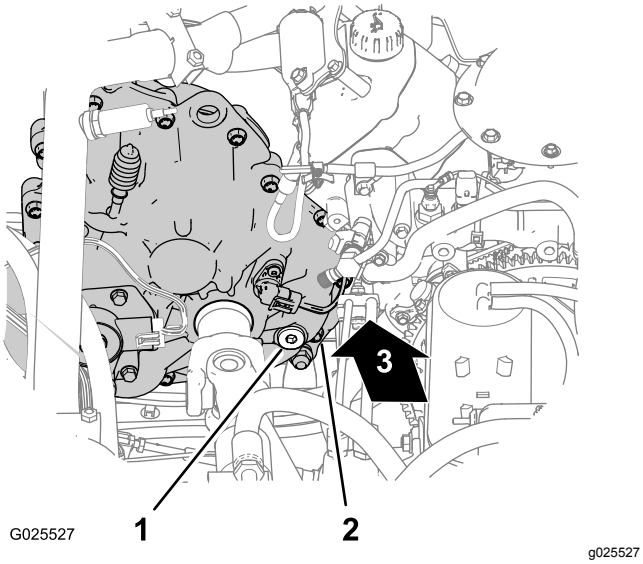
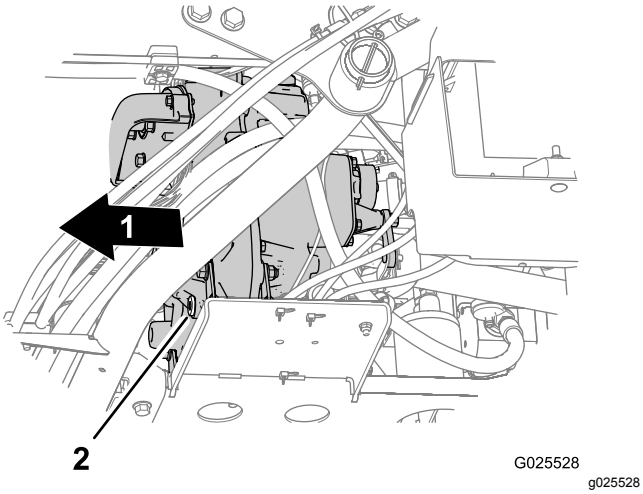

Figur 58
Figur 59
2. Finn påfyllingspluggen nederst på innsiden av girkassen og tappepluggen foran på utsiden av girkassen (Figur 58 og Figur 59).
3. Fjern påfyllingspluggen fra påfyllingsåpningen ved å rotere pluggen mot klokken og ta den ut av girkassen (Figur 58).
4. Plasser tappefatet under tappepluggen (Figur 59).
5. Fjern tappepluggen fra tappeåpningen ved å rotere pluggen mot klokken og ta den ut av girkassen (Figur 59).
6. Sett på plass tappepluggen (Figur 59).
7. Fyll 700 ml med Dexron VI-girolje på girkassen gjennom påfyllingsåpningen (Figur 58).
8. Sett påfyllingspluggen på plass igjen (Figur 58).